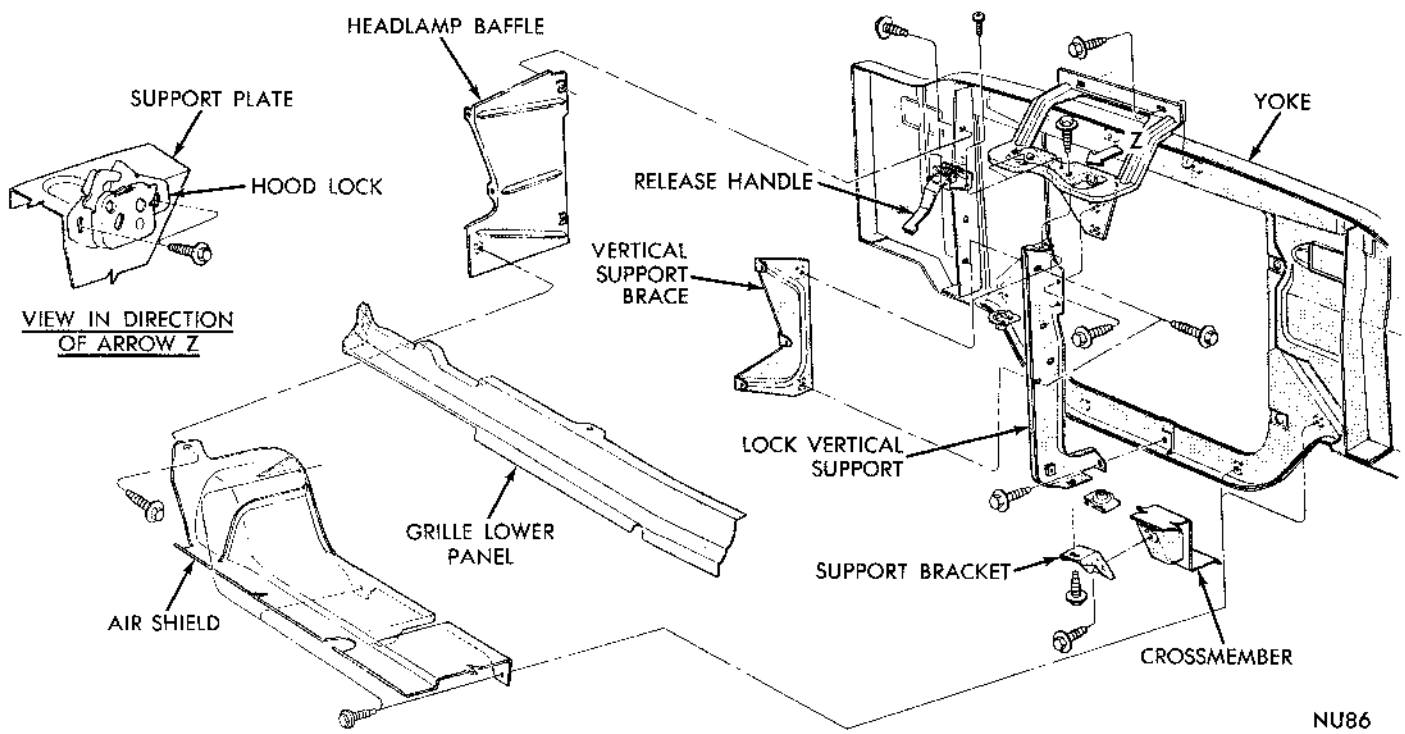

Fig. 8 - Air Shield and Cross Bar
(1) Remove radiator assembly.
(2) Remove hood lock striker bar, horn and head lamp wiring from yoke support.
(3) From under the fenders remove wheelhouse to yoke support screws (Fig. 8).
(4) Remove support to frame screws and support.
Refer to (Fig. 8) for air shield and cross bar attaching points.